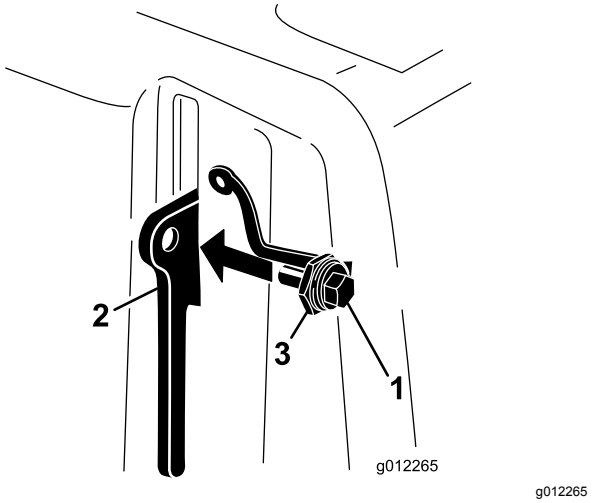

Figur 10
3. Skru bolten ind i låsegrebet (Figur 10).